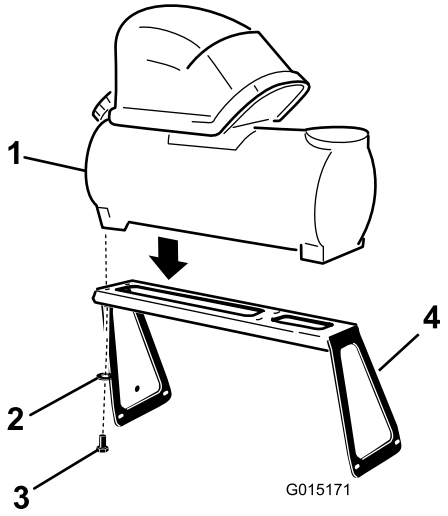

Figura 2
1. Coloque el depósito de espuma sobre el soporte de montaje, según se indica (Figura 2).